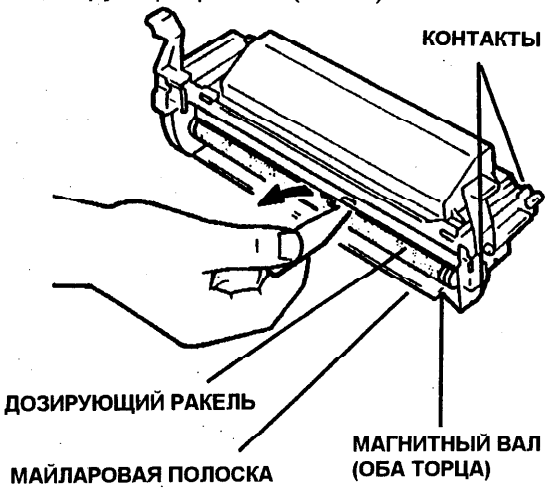

Рис. 7. Узел проявления
a. Осмотрите или с помощью майларового скребка очистите дозирующий ракель (Рис. 7).
b. Осмотрите или с помощью ватного тампона очистите майларовую полоску в нижней части узла проявления (Рис. 7).
c. Осмотрите или с помощью ватного тампона очистите контакты с правой стороны и с передней стороны узла проявления (Рис. 7).
d. Осмотрите или с помощью ватного тампона очистите оголенные металлические торцы магнитного вала. С помощью большого пальца поверните расположенный в задней части узла проявления шкив с ремнем так, чтобы магнитный вал повернулся в направлении вниз, а полоски тонера переместились вверх (Рис. 7).